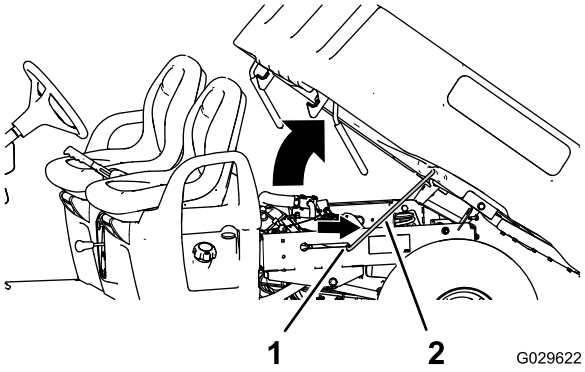

Figur 12
2. Træk støttepinden ind i den forsænkede åbning for derved at fastgøre ladet (Figur 12).
2. Træk støttepinden ud af den forsænkede åbning (Figur 12).